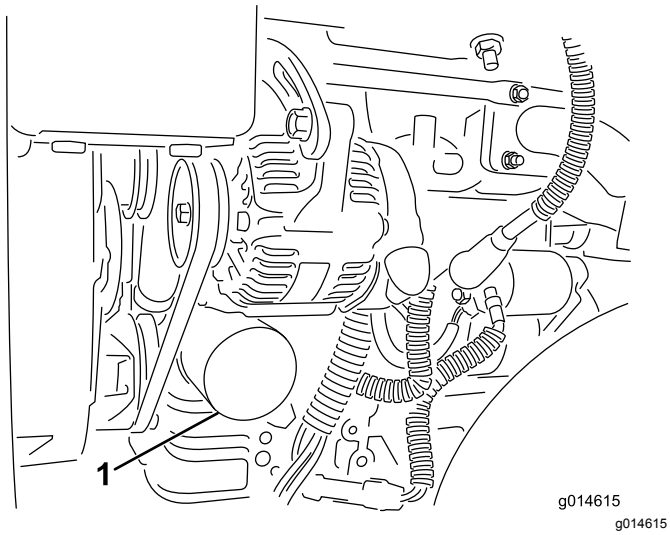

Rysunek 40
2. Wyciągnij filtr oleju (Rysunek 40). Nałóż cienką warstwę czystego oleju na uszczelkę nowego filtra.